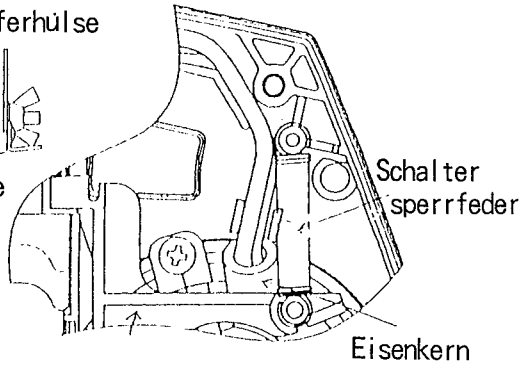

Abb. 7
⑨ Den Eisenkern an geigneter Stelle befestigen. (siehe Abb. 7)
① Sich uberzeugen, daß die Leiter nicht über den Schraubenaugen liegen.
② Sich uberzeugen, daß die Leiter nicht über den Gehäuserippen liegen.